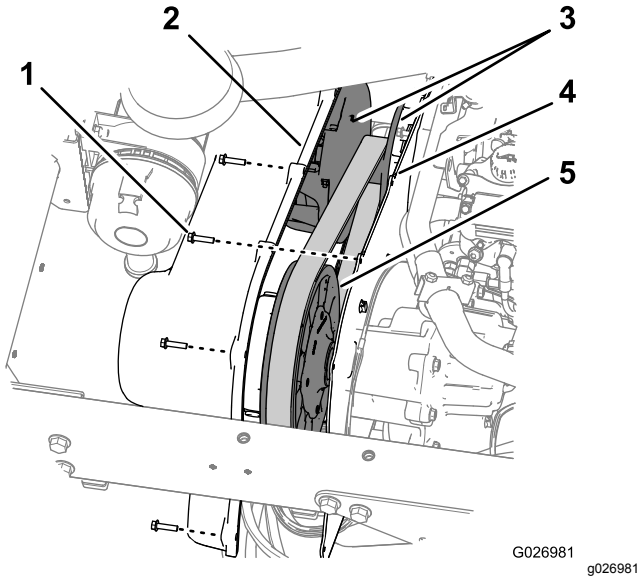

图64
1. 卸下将变速箱盖固定至变速箱安装板的 9 个六角垫圈螺栓¼ x 1 英寸图64。
5. 将变速箱盖上的孔与安装板上的孔对齐图64。
6. 使用在步骤 图64 中卸下的 9 个六角垫圈螺栓¼ x 1 英寸将盖子固定到安装板上1并上紧螺栓扭矩至10.2 12.4N·m。